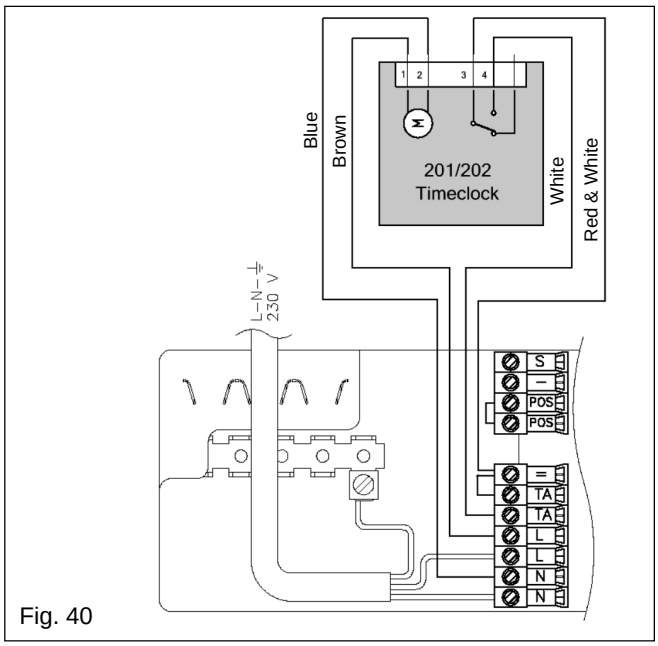

Fig. 40
## 8.4 VOKERA TIME CLOCK (see fig. 40)
- Take the wires supplied with the time clock and connect them as shown in fig. 40